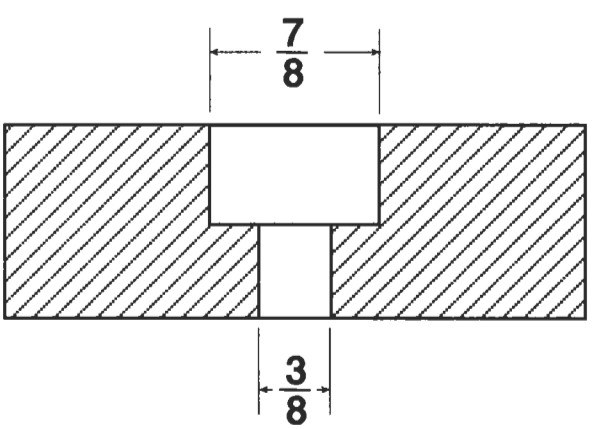

Figure 1
3. From the bottom, drill a 7/8"-diameter hole in the center of the base (3/8" deep). The dril-press depth adjustment should be set so the holes do not go all the way through. A spade (speedbore) bit should be used for this operation. (See figure 1.)
4. From the bottom, drill a 3/8" diameter hole through the center. This hole is in the center of the first hole. This will allow space for the threaded pipe, the washer, and the nut assembly. (See figure 1.)